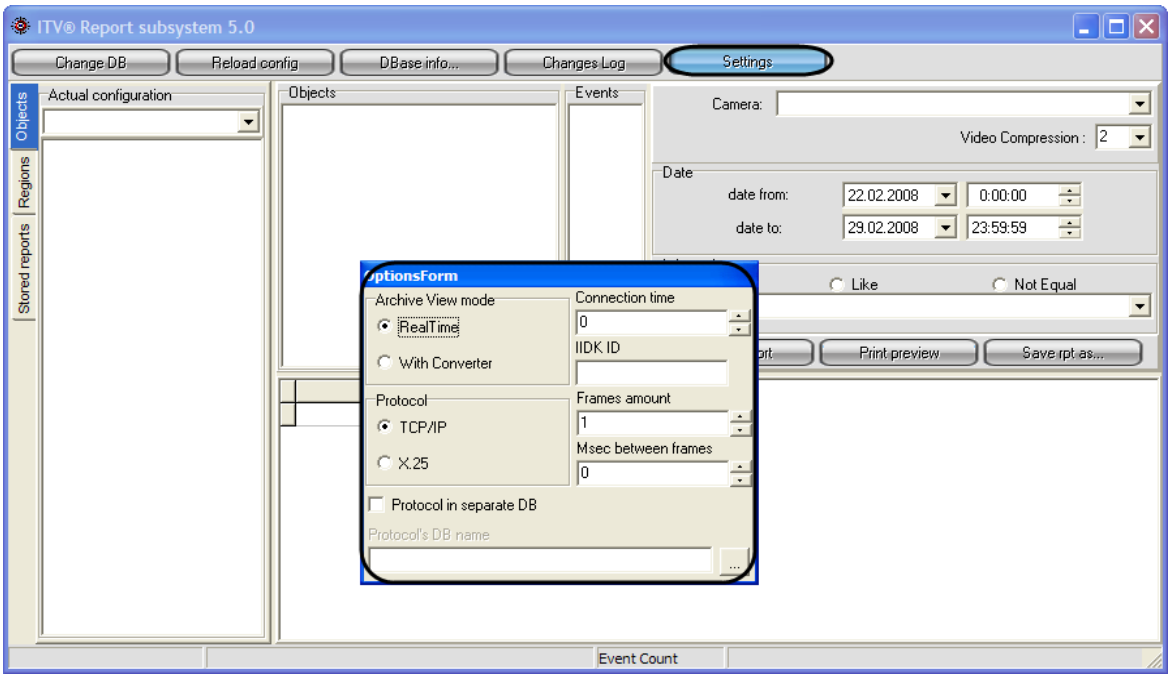

Figure 9.4-21. Opening the OptionsForm window
1. Click the Settings button in the main Report system window to open the OptionsForm window (Figure 9.4-21).